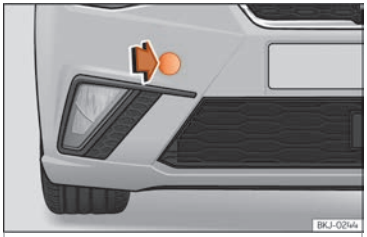

Fig. 99 Parte direita do para-choques dianteiro: retirar a tampa.
– Retire a tampa dianteira, pressionando a parte esquerda desta ››› **Fig. 99**.